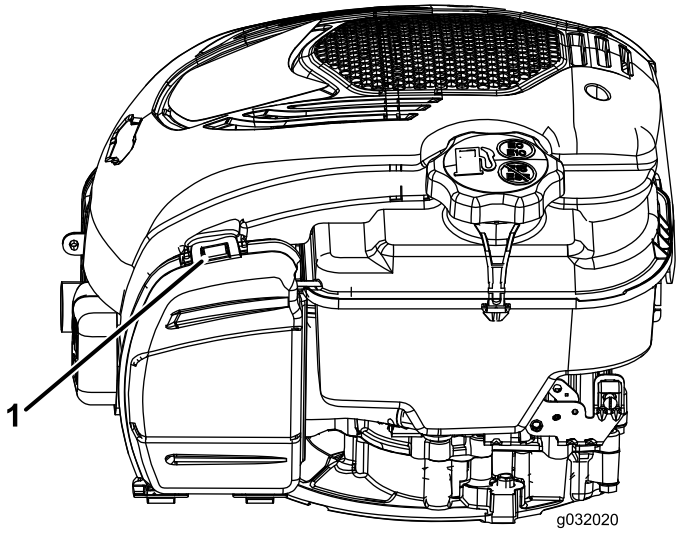

Figur 25
1. Trekk opp tappen for å åpne luftfilterdekselet (Figur 25).